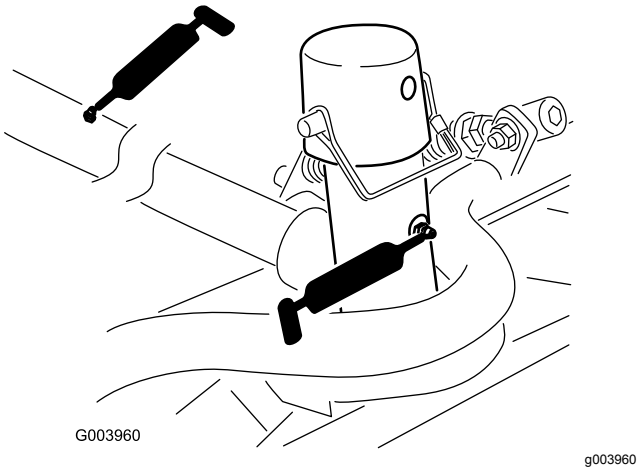

**Figur 78**
- Klippeenhedernes bæreramme og drejetap (2 hver) (Figur 78)